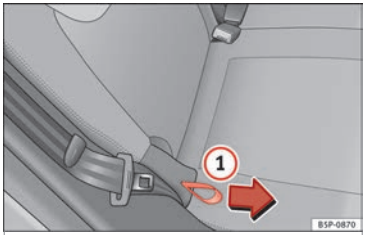

Fig. 80 Rear seat backrest angle adjustment.
– Hold the backrest at the top. Pull the loop on the side of the seat ››› **Fig. 80** (1) in the direction of the arrow and hold it in this position. Push the backrest to the required position and release the loop.